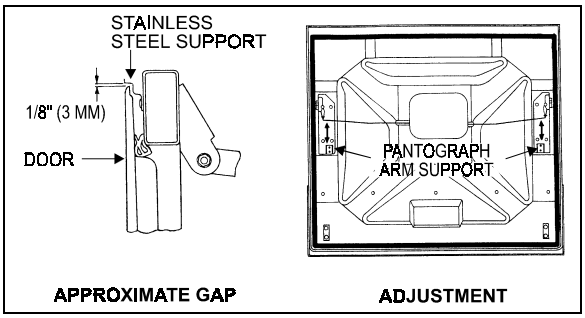

FIGURE 45: BAGGAGE COMPARTMENT DOOR 18064
1. Unscrew and remove both striker pins. Loosen bolts retaining door to pantograph and balance arm supports. With door closed, adjust height so the top of the door fits flush with the adjacent doors. Then, complete tightening the four bolts retaining door to each pantograph arm support. A gap of 1/8" (3mm) between the top of the door and the stainless steel support is given as a guide (Fig. 45).